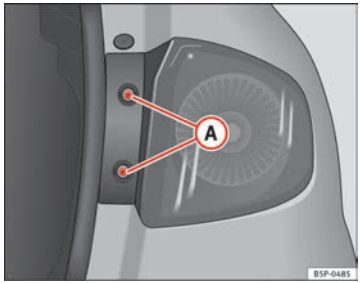

Fig. 189 Side lights and brake lights
– Remove the bolts ⇒ Fig. 189 (A).